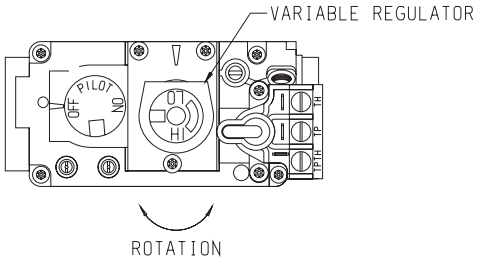

Figure 9
***NOTICE*:** The gas control valve allows you to increase or decrease the height of the main burner flame. The control valve has a pressure regulator with a knob as shown in Figure 9. Rotate the knob clockwise to "HI" to increase the flame height and counterclockwise to "LO" to decrease the flame height.